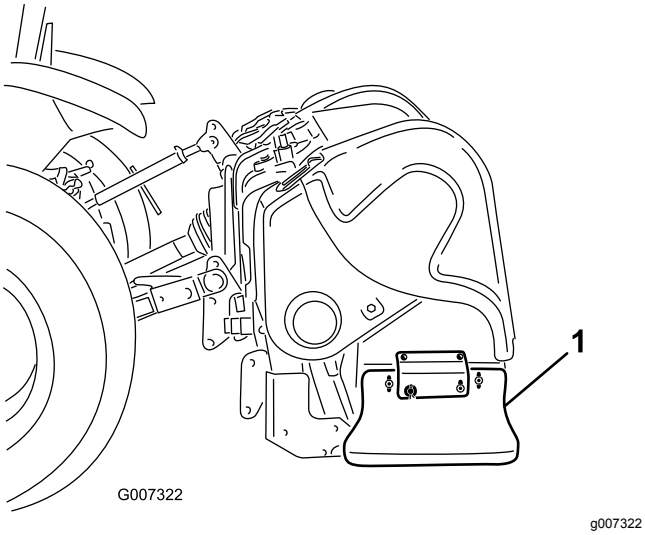

Figuur 40
1. Draai de bouten en moeren los waarmee het zijscherm is bevestigd aan het frame (Figuur 40).